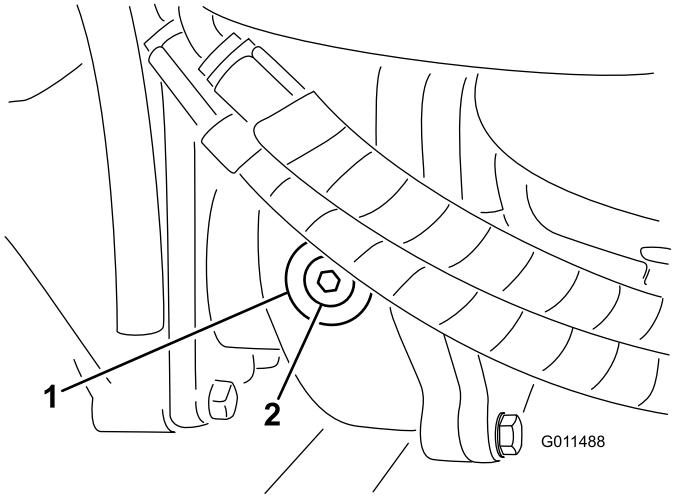

Figura 15
2. Retire el tapón de verificación/llenado del lado izquierdo de la caja de engranajes (Figura 15) y asegúrese de que el lubricante llega al borde inferior del orificio. Si el nivel es bajo, añada suficiente lubricante para que el nivel llegue al borde inferior del orificio.